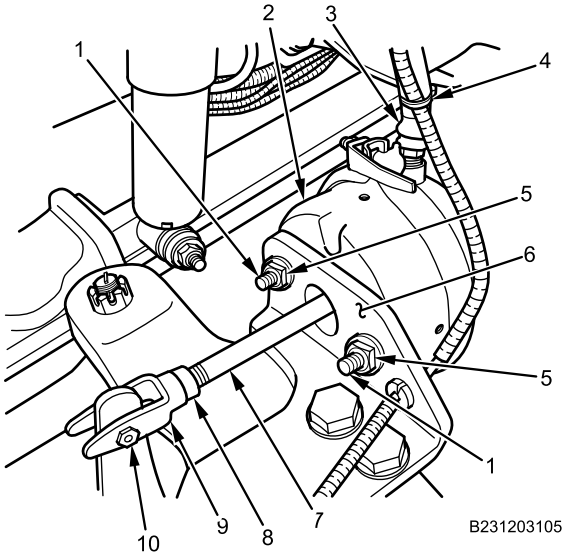

Figure 7. Air Chamber – Manual Slack Adjuster.
1. Apply corrosion preventive compound on air chamber stud threads (Figure 7, Item 1).
3. Install jam nut (Figure 7, Item 8) on air chamber push rod (Figure 7, Item 7) stopping at measurement taken during removal.
4. Install clevis (Figure 7, Item 9) on air chamber push rod (Figure 7, Item 7).
6. Clean threads on air line hose (Figure 7, Item 3) with wire brush.
7. With threads from air line hose (Figure 7, Item 3) facing you, apply tape thread sealing compound clockwise around threads.
8. Install air line hose (Figure 7, Item 3) on air chamber (Figure 7, Item 2) and tighten securely.
9. Install clevis pin (Figure 7, Item 10) and new clip on slack adjuster.
10. Install new cable lock straps (Figure 7, Item 4) as necessary.